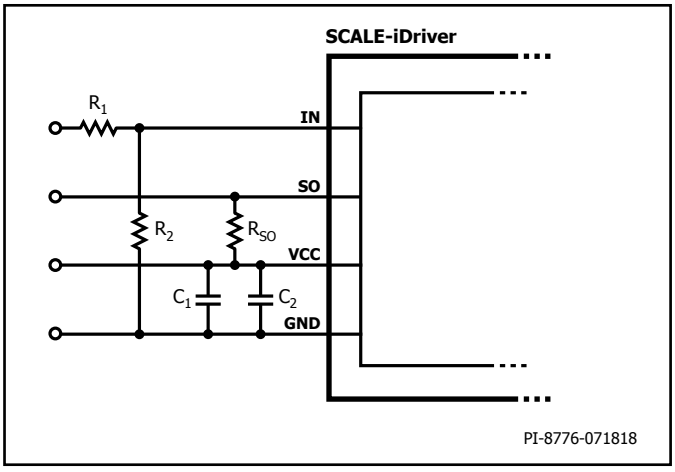
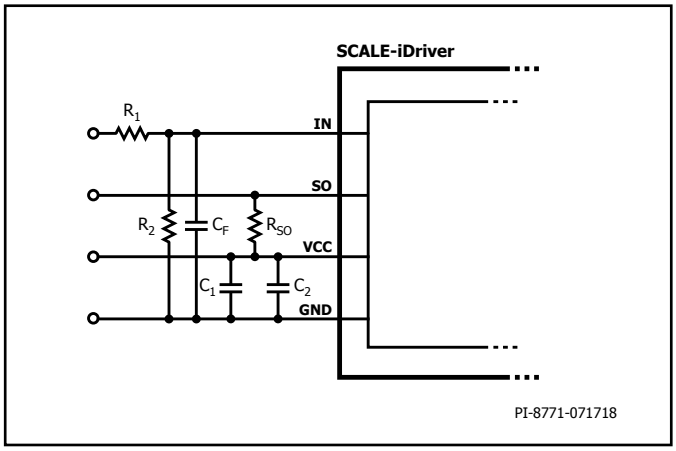

Figure 6. Recommended Circuitry for Increased IN Logic Levels.
Figure 7. Primary-Side of Example Circuitry.
If the physical distance between the controller and the SCALE-iDriver is large or if a different logic level is required, the resistive divider in Figure 6 is recommended. This solution adjusts the logic level as necessary and will also improve driver's noise immunity.
For the input the circuitry of Figure 6 is recommended, when using 15 V input logic. R_1 and R_2 represent a voltage divider to get a 5 V signal at the IN pin. If additional filtering is required a capacitor C_F can be placed in parallel to R_2 as depicted in Figure 7. The time constant τ can be calculated by Equation (1). In case direct 5 V logic is used at the IN pin, R_2 can be omitted and R_1 can be reduced to 100 Ω.